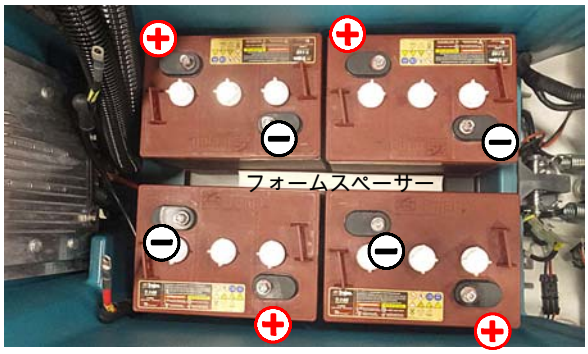

図　2
2. 図に示すように、バッテリーを慎重にバッテリー室のトレーに据え付け、バッテリーポストを配置します。 (図 2).